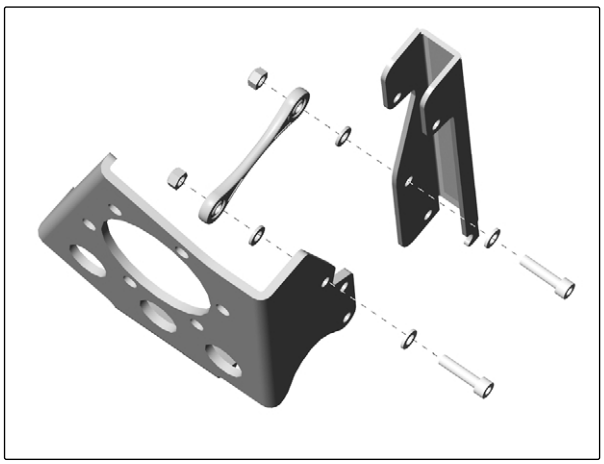

Abb. 22. Montage der oberen Parallelstreben zwischen Untergestell- und Gelenkarm-Befestigungspunkten.
4. Demontieren Sie die aktuelle Parallelstrebe. Die Parallelstrebe ist mit jeweils zwei Schrauben befestigt, s. Abb. 22 und 23.